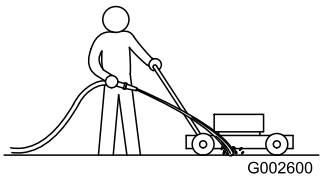

**Figuur 28**
1. Plaats de machine op een vlak, verhard oppervlak, laat de motor lopen en spuit een straal water voor het **rechter** achterwiel (Figuur 28).